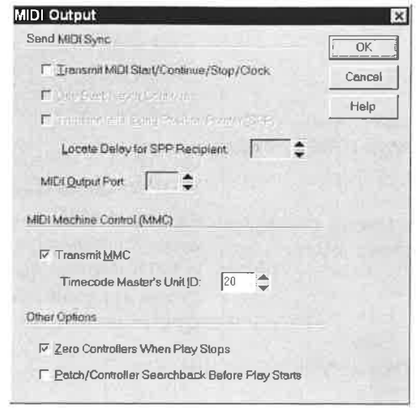

Figure 5-4: Les réglages MMC de Cakewalk.
1. **Utilisez le menu "settings/ MIDI output" pour ouvrir la zone de dialogue "MIDI output" et cocher la case "transmit MMC" (voir Figure 5-4). Réglez également le paramètre "Timecode master unit ID" de manière à ce qu'il corresponde à l'ID de votre MIDI Express XT (numéro 20 par défaut, comme indiqué dans la fenêtre "Advanced MIDI" de la MIDI Express XT Console.**